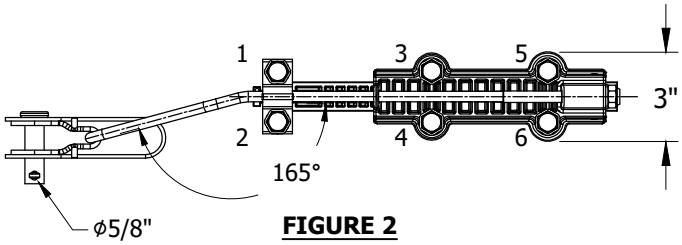

FIGURE 2
1. REFER TO BOLT NUMBERS 1-6 ON **FIGURE 2** FOR CORRECT BOLT IDENTIFICATION.